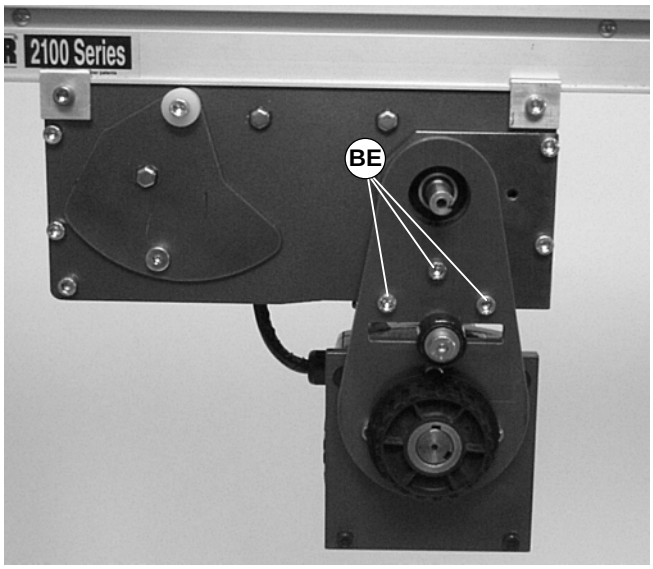

Figure 20
7. Remove three mounting screws (BE of Figure 20) and remove gearmotor package.
NOTE: With vertical mounts, two cover screws (BE of Figure 20) were removed in step 7.